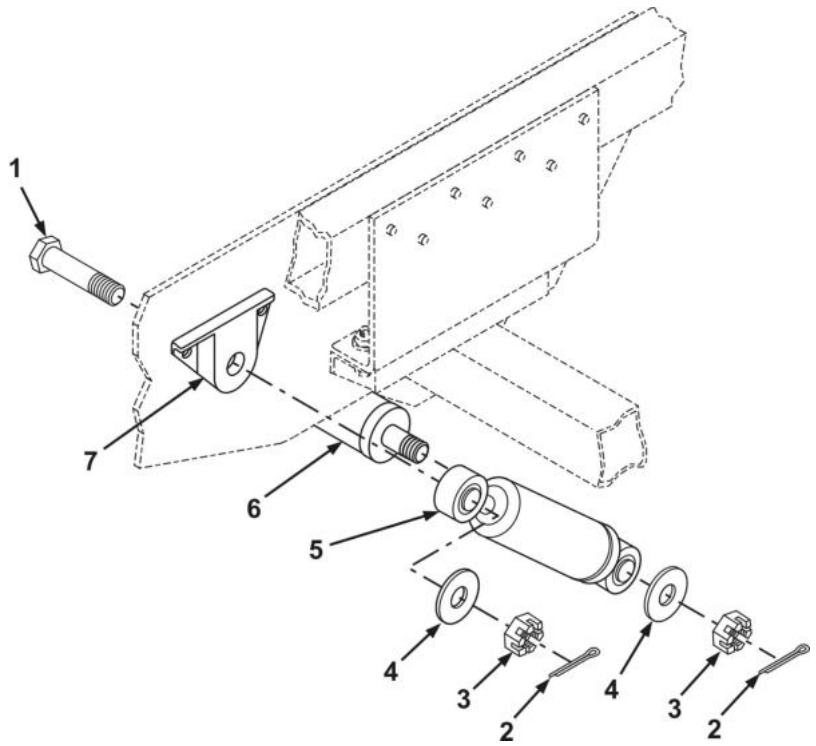

Figure 4. Shock Absorber Assembly.
1. Install shock absorber (Figure 4, Item 5) to torsion arm mount (Figure 4, Item 6) and top mounting bracket (Figure 4, Item 7).
2. Install washer (Figure 4, Item 4) and slotted nut (Figure 4, Item 3) to torsion arm mount (Figure 4, Item 6), securing shock absorber (Figure 4, Item 5). Tighten nut and torque to 185 lb-ft (251 N•m), ensuring slotted nut and hole in torsion arm mount align. Install new cotter pin (Figure 4, Item 2).
3. Install mounting bolt (Figure 4, Item 1) through top mounting bracket (Figure 4, Item 7) and upper shock absorber (Figure 4, Item 5) mounting ring.
4. Install washer (Figure 4, Item 4) and slotted nut (Figure 4, Item 3) to frame mounting bolt (Figure 4, Item 1), securing shock absorber (Figure 4, Item 5). Tighten nut and torque to 185 lb-ft (251 N•m), ensuring slotted nut and hole in frame mounting bolt (Figure 4, Item 1) align. Install new cotter pin (Figure 4, Item 2).